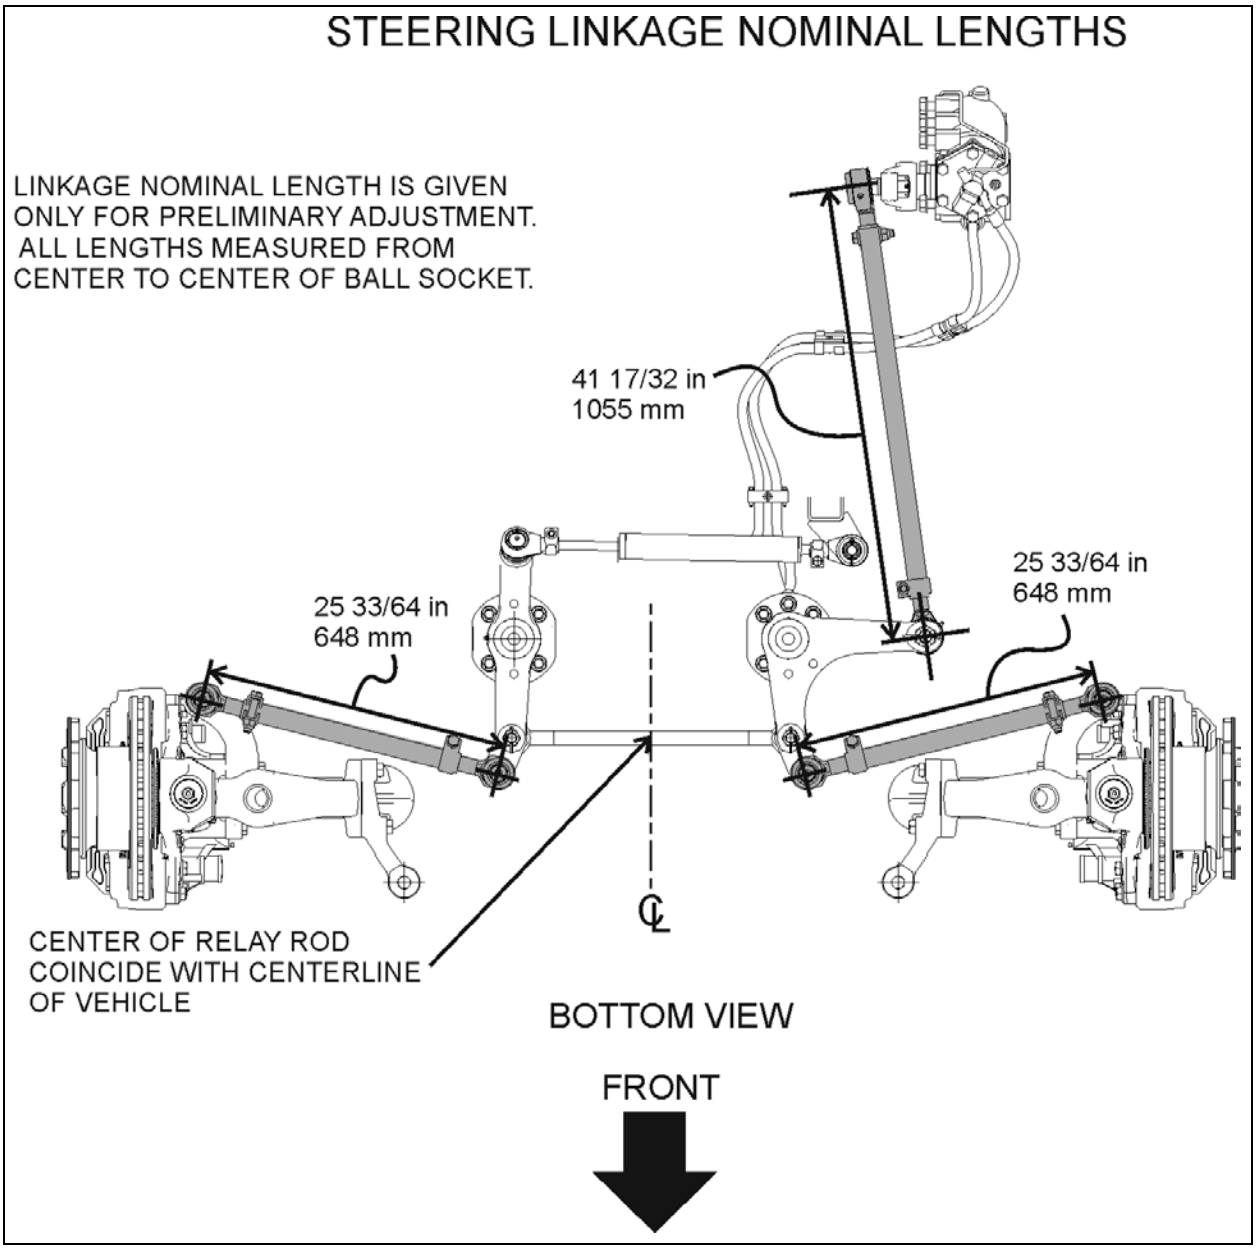

**FIGURE 19: STEERING LINKAGE NOMINAL LENGTHS** 16202
7. Check if the length of the torque rod is 21 17/64" (540 mm) (FIGURE 19). Check if the length of the relay rod is 23 19/64" (592 mm).